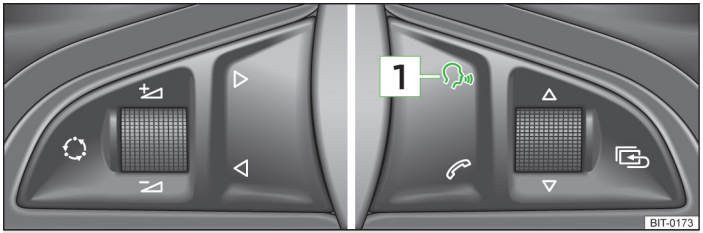

Fig. 112 **Multifunction steering wheel**
By briefly pressing the button 1 » Fig. 112 on the multifunction steering wheel.
The dialogue can be started at any time by pressing the button 1 » Fig. 112 on the multifunction steering wheel[1].
If the system is currently playing a message, the message that is currently being played must be terminated by pressing the button 1 » Fig. 112 on the multi-function steering wheel.
- by briefly pressing the button 1 » Fig. 112 on the multifunction steering wheel.